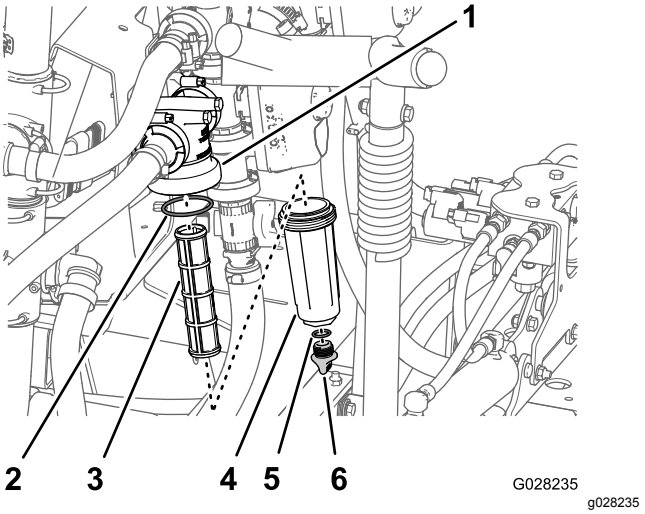

Figur 94
2. Anbring en dræningsbakke under trykfilteret (Figur 94).
3. Drej aftapningsproppen mod uret, og tag den ud af trykfilterets skål (Figur 94).
4. Drej skålen mod uret, og fjern fra filterhovedet (Figur 94).
5. Fjern det gamle trykfilterelement (Figur 94).
6. Kontroller O-ringen til aftapningsproppen (inden i skålen) og O-ringen til skålen (inden i filterhovedet) for skader og slid (Figur 94).
7. Monter det nye trykfilterelement i filterhovedet (Figur 94).
8. Monter skålen på filterhovedet, og stram skålen med hånden (Figur 94).
9. Monter proppen i skålen, og stram proppen med hånden (Figur 94).